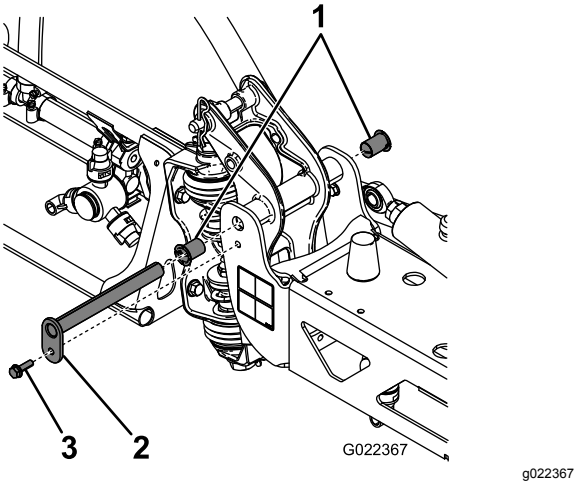

Figur 57
3. När sprutrampens vikt hålls upp tar du bort bulten och muttern som fäster svängtappen på sprutrampsenheten (Figur 57).
4. Lossa skruven och muttern som fäster svängtappen och ta bort tappen (Figur 57).
6. Ta bort nylonbussningarna från fram- och baksidan på tappfästet och undersök dem (Figur 57).
7. Påför en mindre mängd olja på nylonbussningarna och sätt tillbaka dem i tappfästet (Figur 57).
8. Montera sprutrampen och tappfästenheten på mittramen, och se till att hålen kommer i höjd med varandra (Figur 57).